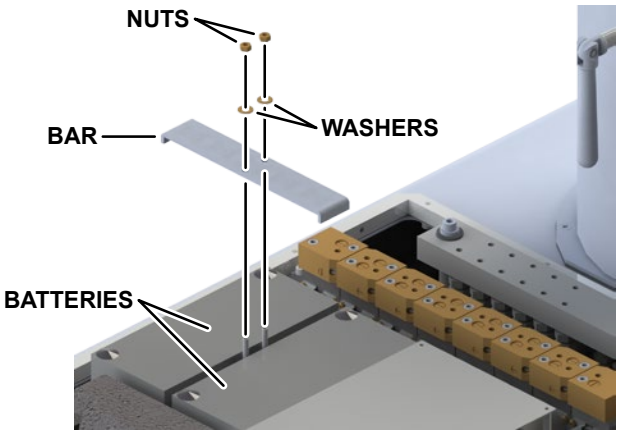

Figure 4-6. Battery Hold Down Bar
1. Remove four (4) screws that secure the service access cover to the base.
3. Loosen and remove the nuts and washers that secure the battery hold down bar in place over the batteries (Figure 4-6). Remove the battery hold down bar.
8. Install battery hold down bar over batteries and secure using washers and nuts (Figure 4-6).
9. Replace the service cover and secure using four (4) screws.